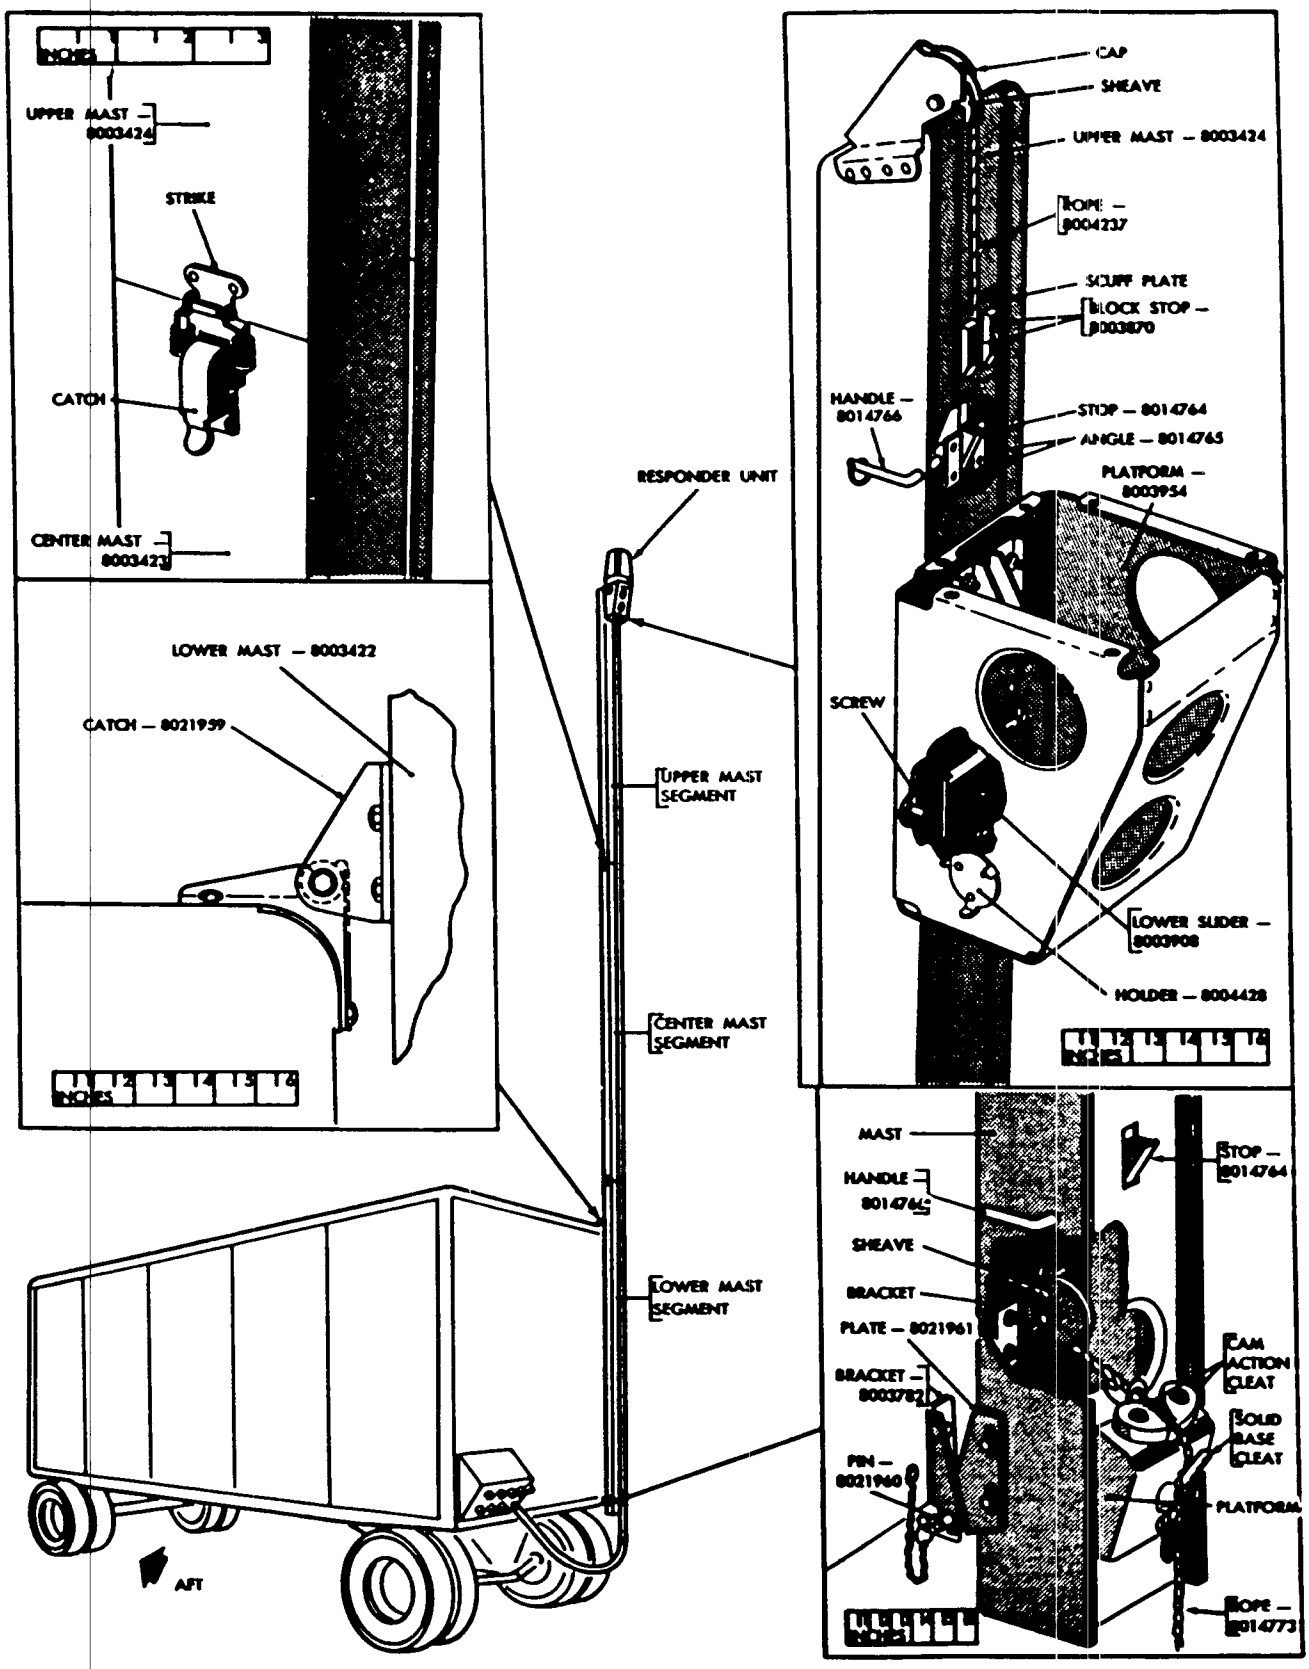

*Figure 228. Installation of test responder and mast.*
*c. Installing Test Responder and Mast* (fig. 228).